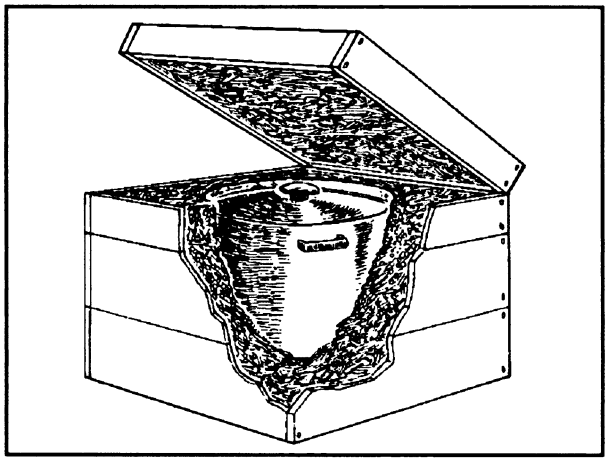

FIGURE 4.23 Insulated box cooker for slow-cooking foods (legumes and grains).
- Insulated container cooking is an effective method for items which need a long cooking time. Essentially, one boils a pot (of stew, casserole, beans, soup) for between 1-3 minutes. The hot pot and its contents are then immediately transferred to an insulated box where it continues to cook (**Figure 4.23**).